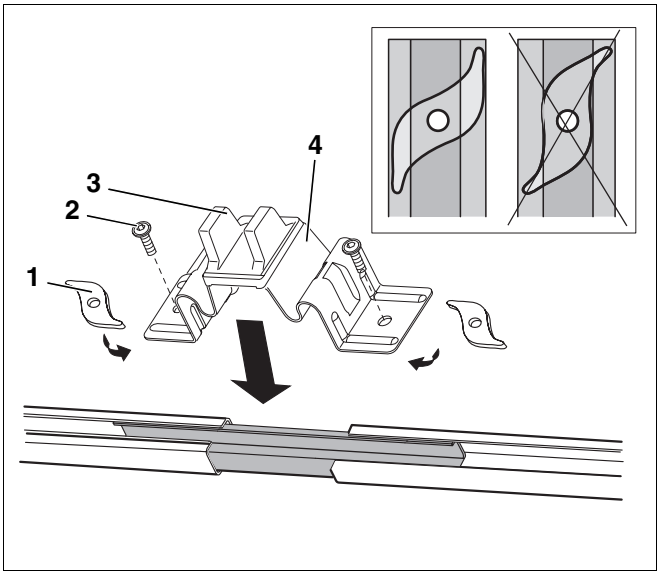
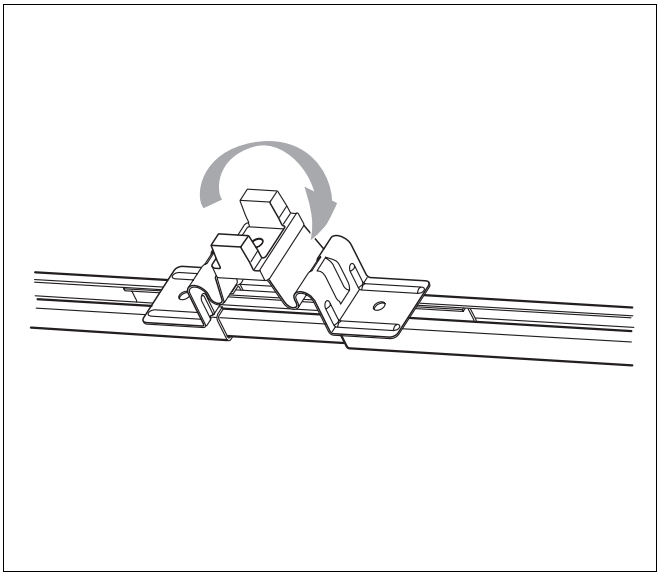
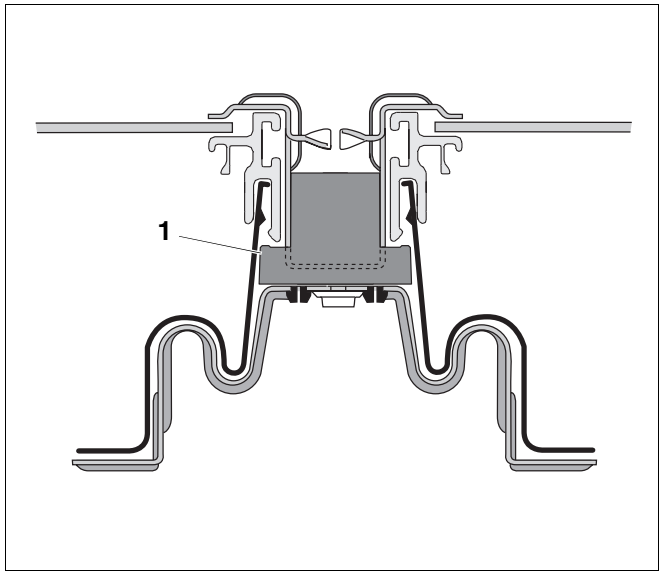

Afb. 17 Brug voor de collectorhouder monteren
Afb. 18 Afstandsschraag draaien
Afb. 19 Afbeelding met de juiste positie van de afstandsschraag
De schroefplaten werden in de fabriek (afb. 17, **pos. 1**) met de schroeven met bolle kop (afb. 17, **pos. 2**) aan de brug voor de collectorhouder (afb. 17, **pos. 4**) voorgemonteerd.
- Plaats de voorgemonteerde brug voor de collectorhouder in het midden (afb. 17) op de twee profielrails (over de stekkerverbinding).
Let erop, dat de hoge grepen van de draaibare afstandsschraag (afb. 17, **pos. 3** en afb. 19, **pos. 1**, pagina 21) ter ondersteuning van de kader, ten opzichte van de profielrails, in een rechte hoek staan.
- Draai de afstandsschraag (afb. 18) 90° op de collectorhouder, tot de hoge greep (afb. 17, **pos. 3**) van de afstandsschraag parallel staat met de profielrails.